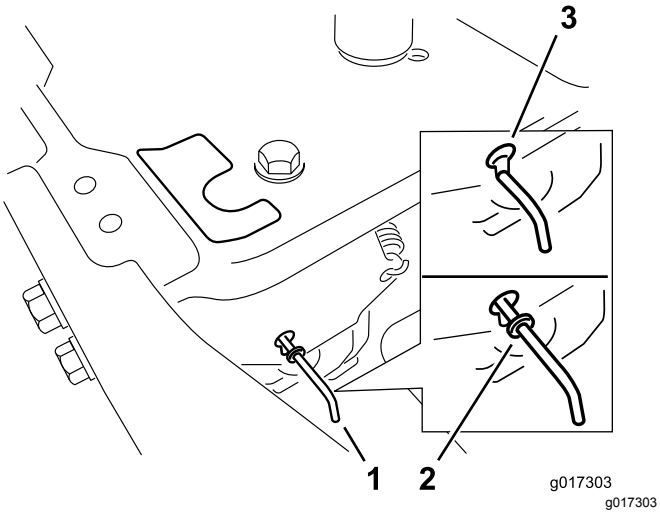

Figur 22
4. För förbikopplingsreglagen framåt genom nyckelhålet och nedåt för att låsa dem på plats (Figur 22).
För förbikopplingsreglagen bakåt genom nyckelhålet och nedåt för att låsa dem på plats enligt Figur 22.